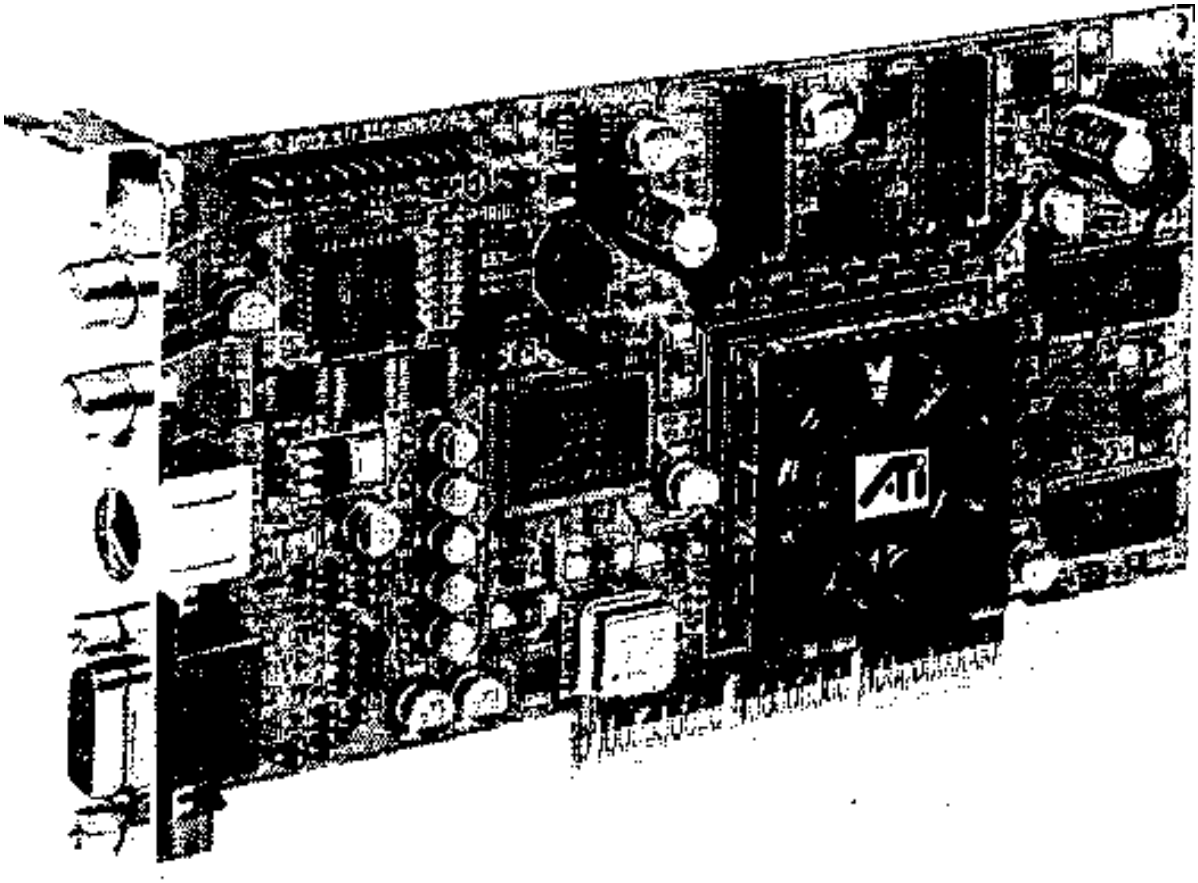

Рис. 15.55. Видеоадаптер ATI Radeon 256
Следующим продуктом ATI является 3D-акселератор — Radeon 256 (рис. 15.55).
память типа DDR SDRAM (на рис. 15.55 изображен видеоадаптер, оснащенный видеопамятью типа DDR SDRAM объемом 32 Мбайт и рассчитанный на работу с тактовой частотой 183 МГц);
- кроме графического процессора (2D- и 3D-ядра), на плате видеоадаптера имеется микросхема Rage Theater, позволяющая выполнять ввод/вывод видеосигнала и его аппаратное сжатие (на рис. 15.55 виден также разъем S-Video);